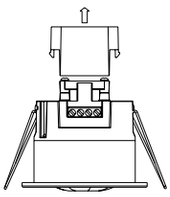

fig.1
- Retire la cubierta protectora de vinilo transparente de la parte trasera del detector (fig 1).